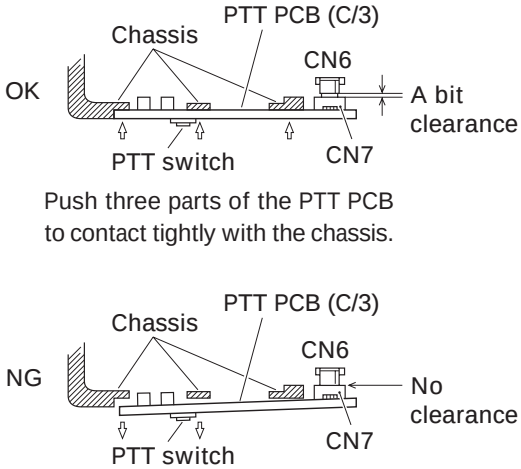

Fig. 4
(1) Insert the PTT PCB connector (CN7) into the TX-RX PCB connector (CN6) lightly.
(2) Push three parts of the PTT PCB to contact tightly with the chassis. There may be a small gap between the connectors. (Fig. 4)